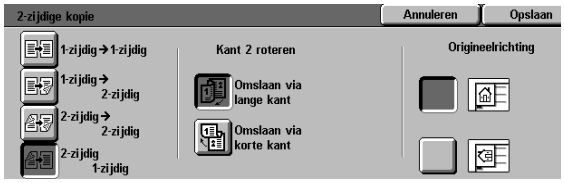

Figuur 6: Optie 2➡1-zijdig kopiëren
- Het pictogram **2➡1-zijdig** voor 1-zijdige kopieën van 2-zijdige originelen (zie figuur 6).